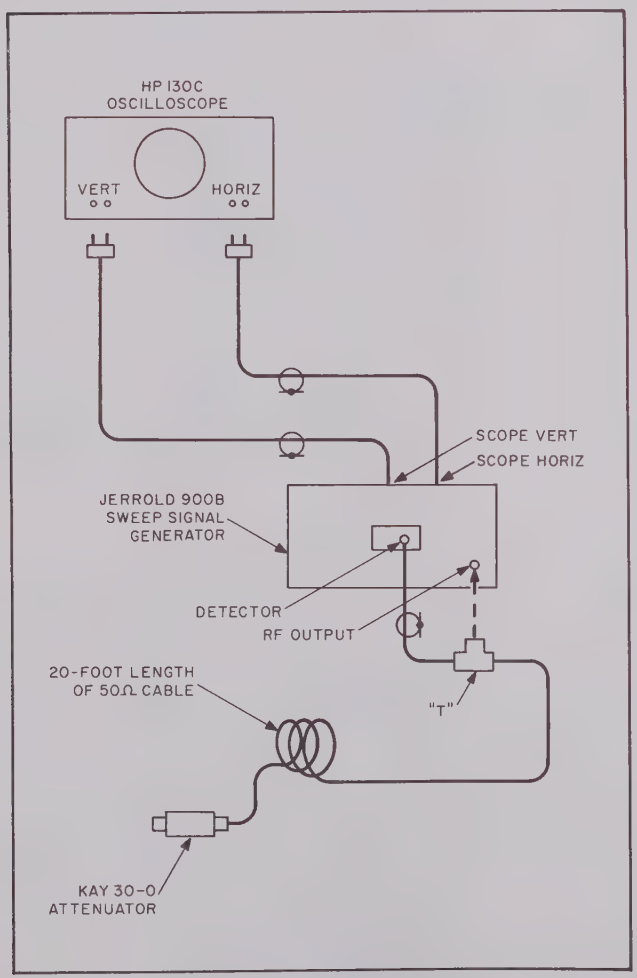

Figure 4-14. 160-MHz Wideband Amplifier A2A3 Alignment, Equipment Setup No. 2
d. Connect the equipment as illustrated in figure 4-14 and set the step attenuator for 10 dB insertion. Note the waveform displayed on the oscilloscope screen.